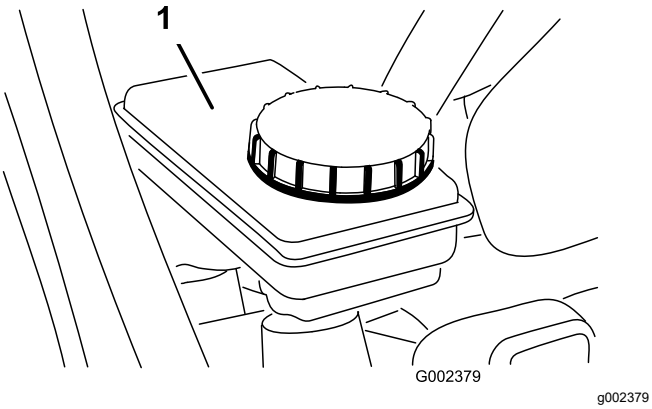

図 58
5. タンクの FULL マークまでオイルが入っているのを確認する図 58。
6. 液量が不足している場合には、まず補給口周辺をきれいに拭き、キャップをはずして、所定のブレーキオイルを適正量まで補給する図 58。